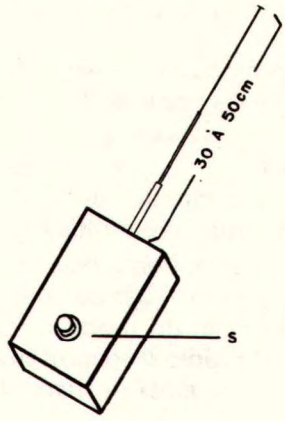

FIGURA 6
e) Outros componentes: a caixa usada para a montagem pode ser de plástico ou metal um pouco maior que um maço de cigarros, e como antena pode-se usar um pedaço de fio de pelo menos 30 cm. Uma antena telescópica de rádio portátil também serve podendo ser adquirida em qualquer casa de material eletrônico (figura 6).